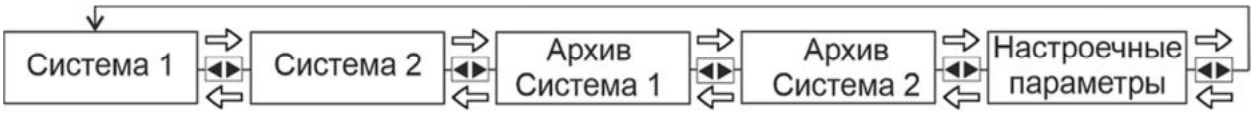

Рисунок 1 – Выбор уровня меню
8.1.2 Меню имеет следующие уровни (рисунок 1):
Переход между уровнями меню осуществляется длительным нажатием на кнопку ▶, возвращение на предыдущий уровень – длительным нажатием кнопки ◀ (рисунок 1). Просмотр значений и параметров меню осуществляется из соответствующего уровня кратковременным нажатием кнопок ◀ или ▶ в соответствии со схемами.